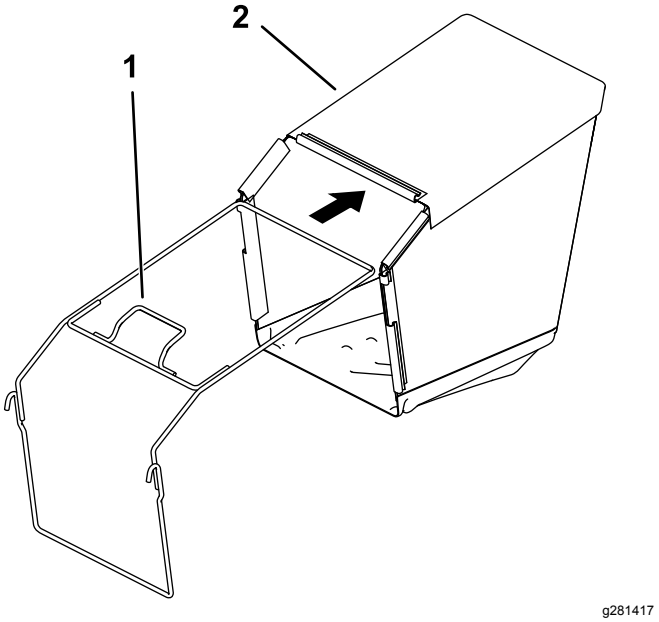

Figur 6
2. Sæt rammen ind i græsposen, og sørg for at holde håndtaget over græsposen (Figur 6).